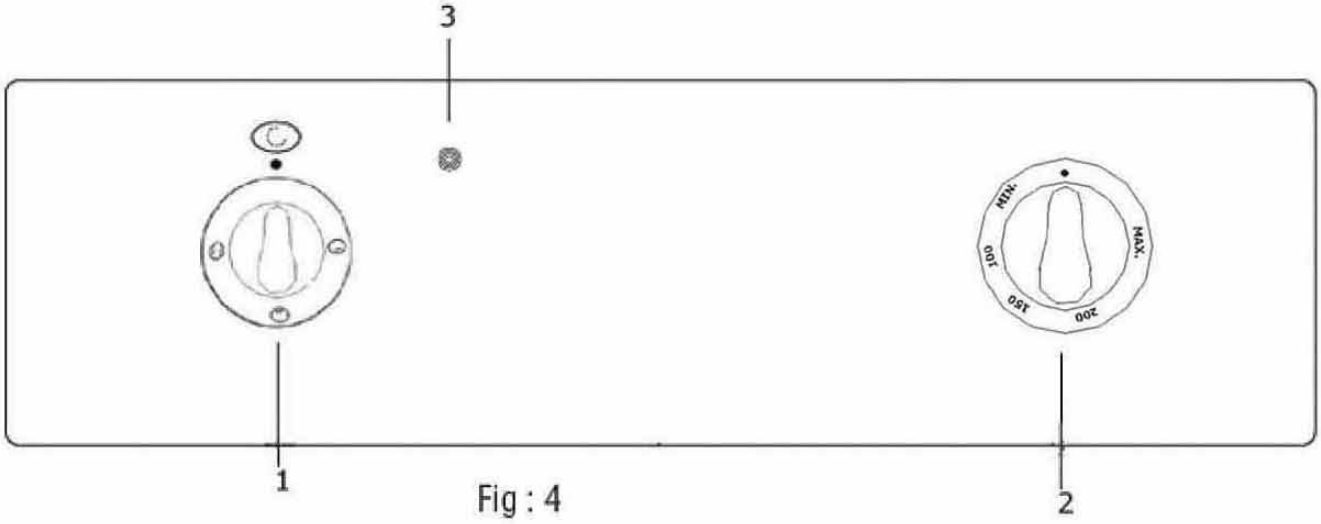

Fig : 4
*La manette Sélecteur vous permet de choisir parmi les **3** fonctions ci-dessous. A l'aide de la manette Thermostat, vous pouvez choisir la température désirée. Tournez la manette Thermostat pour faire chauffer le four. Le témoin lumineux (Rep 3, Fig. 4) s'allume. Il s'éteindra lorsque le four aura atteint la température désirée. Le thermostat du four allumera et éteindra ce voyant automatiquement afin de maintenir la température choisie.*